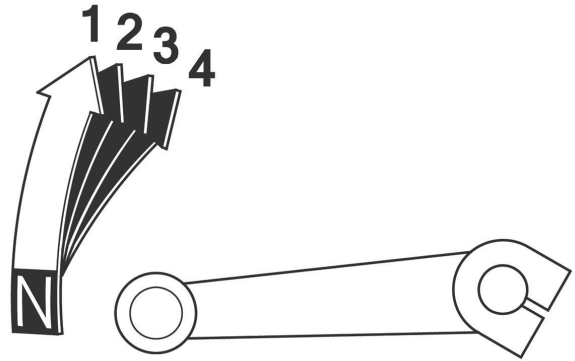

Рисунок 3.4. Положение рычага передачи
3. Включите нейтральную передачу (рис. 3.4).
1. Включите нейтральную передачу (рис. 3.4).
Питбайк имеет четыре передачи (рис.3.4), либо автоматическую трансмиссию. Рычаг переключения передач находится на левой стороне двигателя. Нейтральная передача включается вниз, остальные наверх. Пожалуйста, проверьте этикетку на двигателе для определения правильного порядка переключения передач.
3. Поднимите рычаг переключения передач вверх (рис. 3.4) в положение первой передачи.
5. Набрав скорость, ручкой акселератора 7 закройте дроссельную заслонку, выжмите рычаг сцепления 3 и переместите рычаг переключения передач вверх (рис. 3.4) в положение второй передачи.
Для снижения скорости или остановки питбайка плавно нажимайте на рычаг 4 (фото 2.3) и педаль тормоза 13 (фото 2.2), одновременно снижая обороты двигателя ручкой акселератора 7 (фото 2.3) и последовательно переходя на пониженные передачи (рис. 3.4) для торможения двигателем.